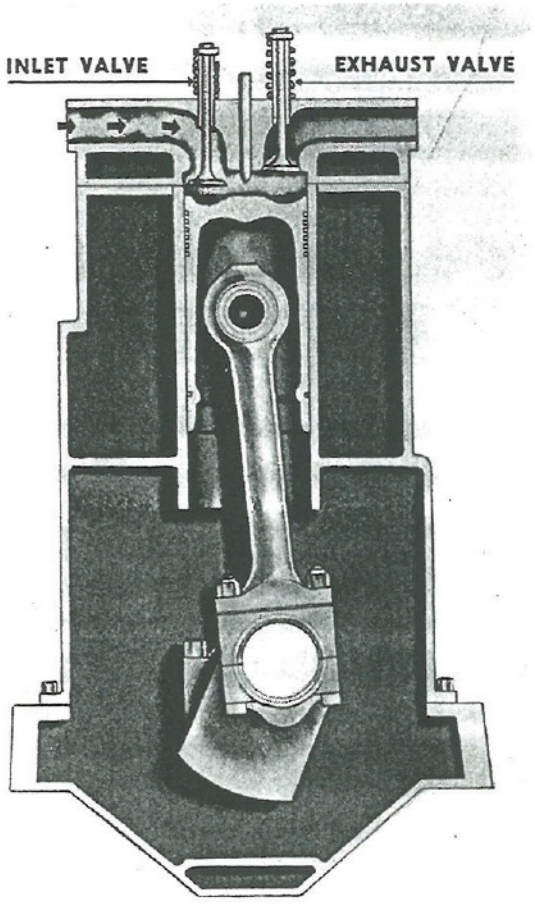

Fig. 4. Piston on Intake Stroke
a. Intake Stroke. The piston shown in Fig. 4 is at top dead center. The exhaust valve is closed but the intake, or inlet, valve is opened. As the piston starts downward it draws in fresh air through the opened intake valve. Sometimes this stroke is called the suction stroke, because a large quantity of air is sucked into the cylinder.